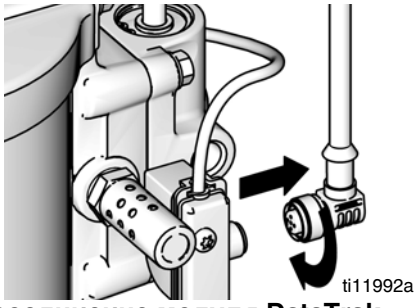

РИС. 9. Отсоединение модуля DataTrak
1. Отвинтите кабель от задней поверхности блока язычкового переключателя. См. РИС. 9.